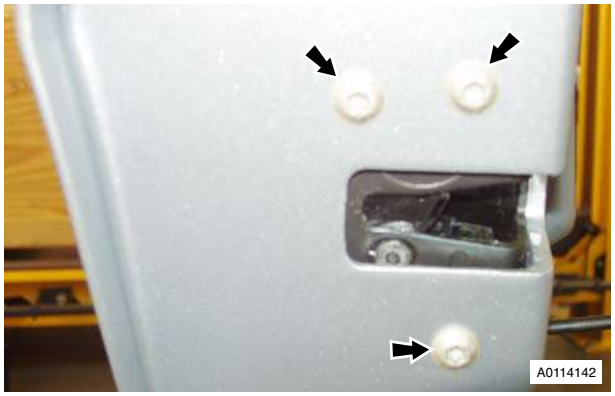

Figure 1
8. Remove bolts (x3) securing door latch (see Figure 1).